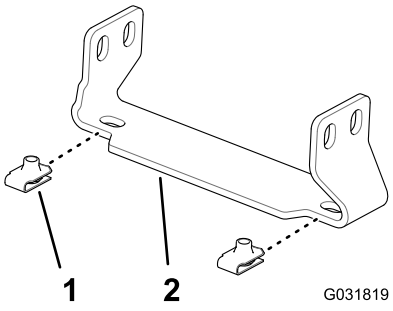

Figur 150
1. Monter de fire klipsmutterne (Toro-delenr. 94-2413) på de to støttebrakettene på det midtre seksjonsdekslet (Toro-delenr. 131–3703–03), som vist i Figur 150.